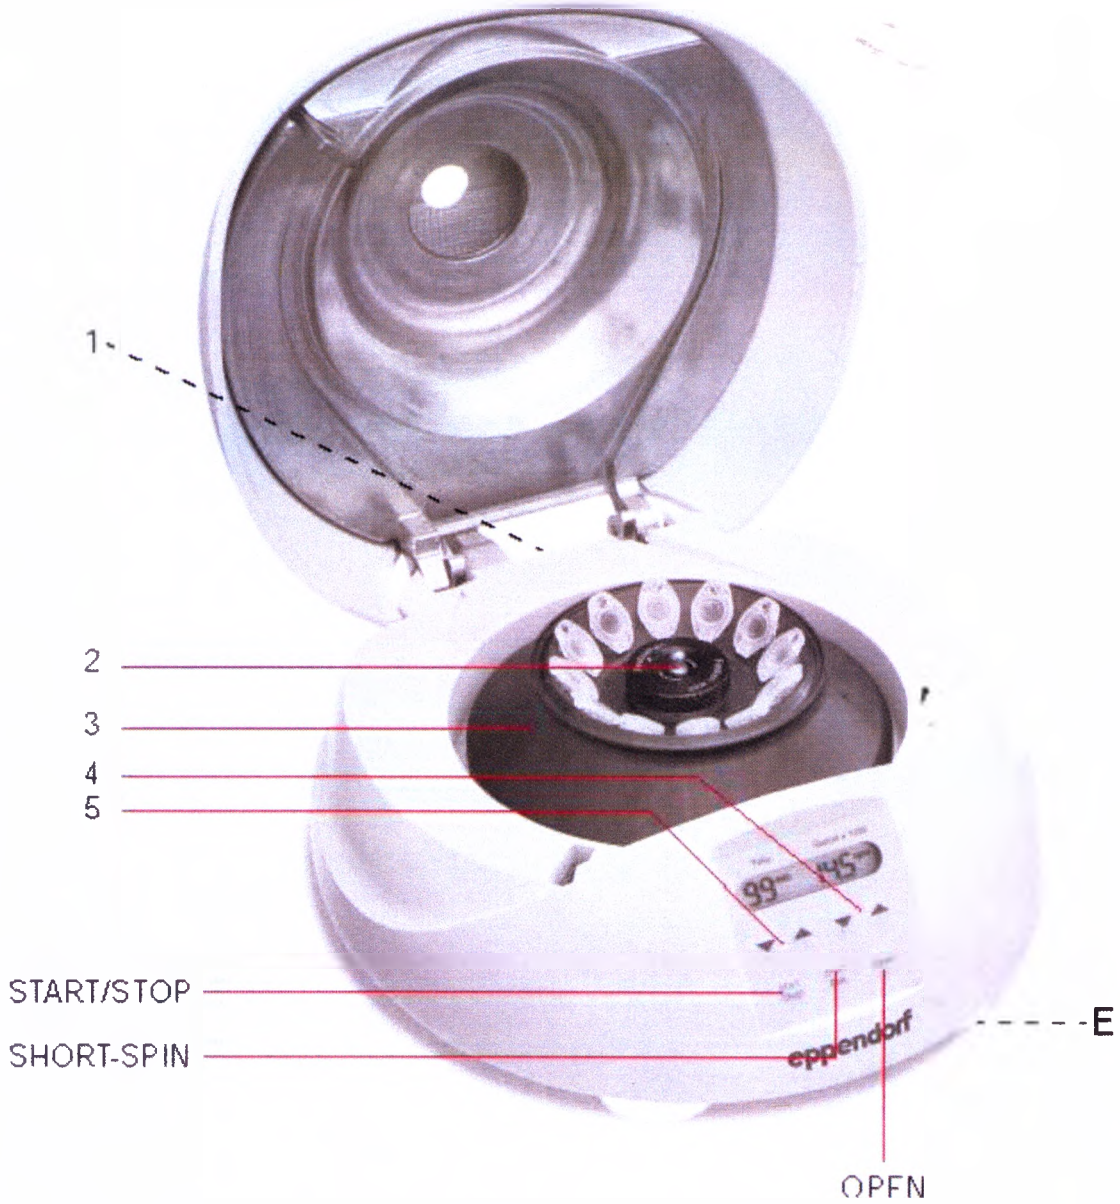

Рисунок 1. Центрифуга MiniSpin
– Отверстие в основании для аварийной разблокировки крышки (Рис. 1, Е).